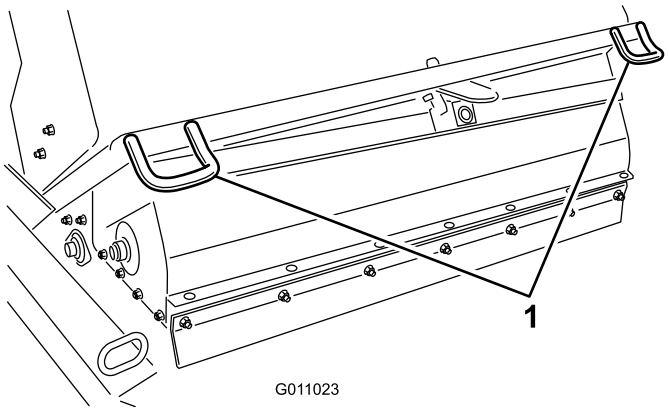
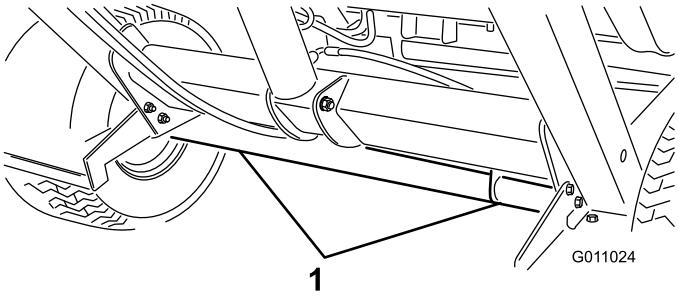

Figur 29
Figur 30
- När uppsamlaren transporteras ska fästpunkterna användas för att fästa maskinens främre del (Figur 29) och axeln (Figur 30) ska användas för att fästa maskinens bakre del till släpet.